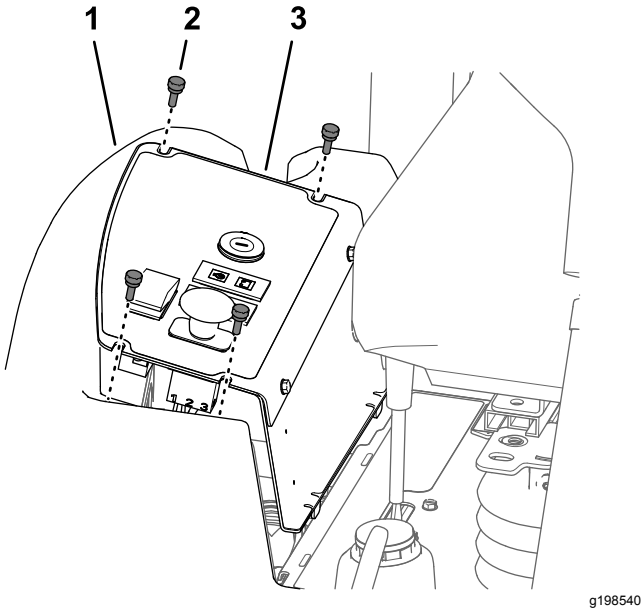

Figuur 55
1. Verwijder de 4 duimschroeven waarmee het bedieningspaneel aan de brandstoftank is bevestigd (Figuur 55).
2. Til het bedieningspaneel op (Figuur 55).
3. Lijn de sleuven aan de bovenkant van het bedieningspaneel uit met de gaten in de flens van de brandstoftank (Figuur 55).
4. Bevestig het bedieningspaneel op de flens van de brandstoftank met de 4 duimschroeven (Figuur 55) die u in stap 1 van Het bedieningspaneel verwijderen (bladz. 52) verwijderd hebt.